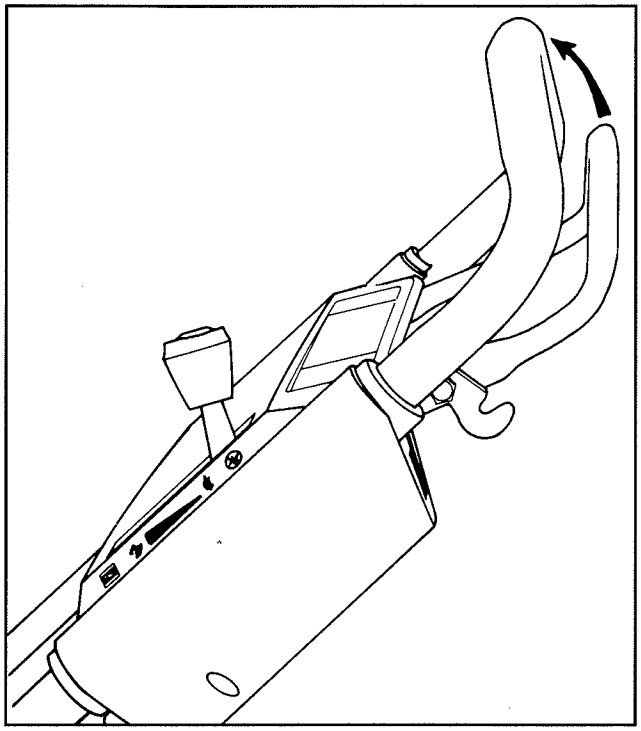

Figure 11
5. ENTRAÎNEMENT DES ROUES (fig. 11)—Pour engager le système de traction, serrer le levier de commande contre le guidon. Pour stopper, relâcher ce levier.